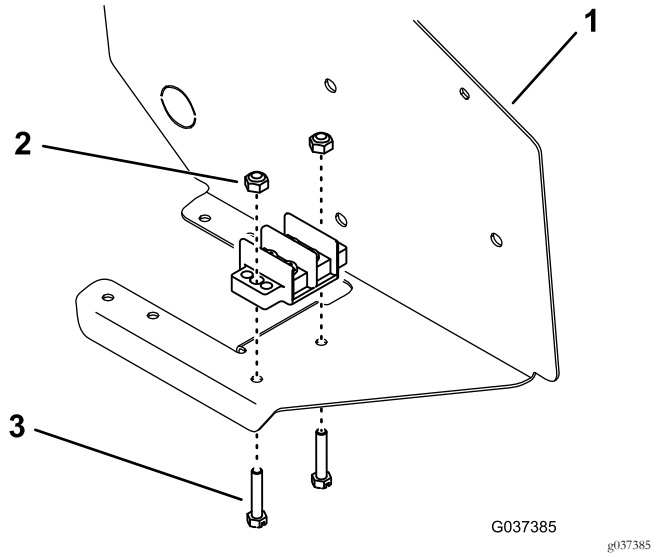

Figur 8
3. Montera den jordade uttagsplinten längst ned på kontrollpanelen med två skruvar och två låsmuttrar (Figur 8).
Obs: Montera skruvarna från undersidan av panelen enligt Figur 8.